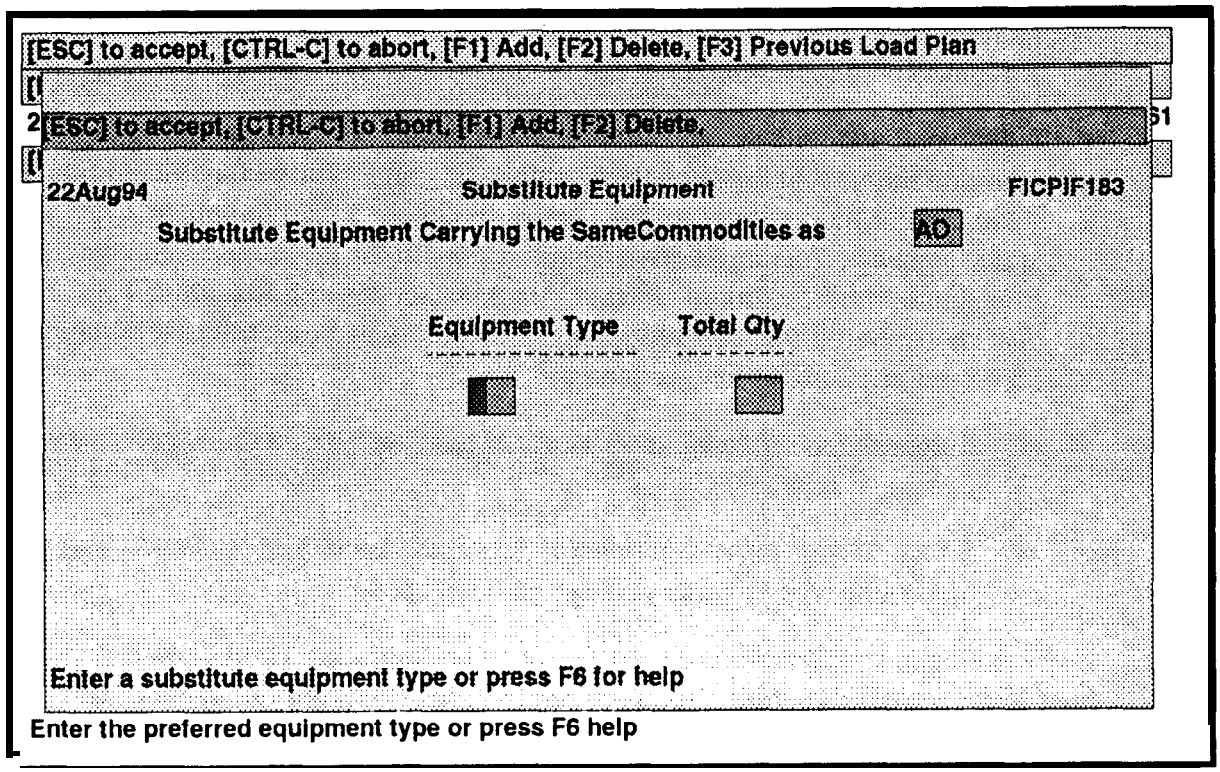

Figure 1 I-32. Substitute Equipment Window
g. The Domestic Routing Request Header screen, as shown in Figure 1 l-29, will be displayed. The cursor will be in the Service Agency field.
(1) Enter the **FOB Expiration Date** in ddmmmyy format, pressing **RETURN** after each entry.
(2) Enter the **FOB Expiration Date** in ddmmmyy format and the **FOB Terms,** pressing **RETURN** after each entry.
(3) When the entries have been made, press **ESC** to save them. The cursor will return to the Domestic Routing Request Header screen.
l. Press F9 to access the Domestic Routing Request Detail Screen for the Preferred Equipment List, as shown in Figure 1 l-30. The cursor will be in the Equipment Type field.
(a) Press F9 to display the ACCESSORIAL/PROTECTIVE SERVICES window as shown in Figure 1 l-3 1. The **Shipment Id, Date of Request** and **Mode** fields will be automatically filled. The cursor will be in the **Code** field.
(b) Press **Ctrl-B** and the Substitute Equipment window will be displayed as shown in Figure 1 l-32. The cursor will be in the **Equipment Type** field. Note that the Preferred Equipment Type for which you arc selecting Substitute Equipment is identified in the first field of the window.
m. Sometimes it is appropriate to create one or more Substitute Load Lists that can be used if the type transportation you requested in your Preferred Equipment List is not available. This may occur when your Preferred Equipment List mode is by truck and you want to create a Substitute Load List by rail in case the requested trucks are not available. When this is done, you will have to create an entirely new Equipment List. Only the information in the Domestic Routing Request Header screen (Figure 1 l-29, Page 1 l-l18), the Domestic Routing Request Remarks, and the FOB Terms will remain with the Substitute Load List. None of the other choices you made in your Domestic Routing Request Detail Screen for the Preferred Equipment List (Figure 1 l-30, Page 1 1-12 1), or its subordinate screens and windows, will be carried forward to the new Substitute Load Plan.
(c) Press **ESC** to accept the Mode Code displayed in the prompt window. The cursor will move to the Domestic Routing Request Detail Screen for the Substitute Equipment List, as shown in Figure 1 l-33. The cursor will be in the Eouioment Tvpe field.
(a) Press F9 to display the ACCESSORIAL/PROTECTIVE SERVICES window as shown in Figure 1 **l-34.** The **Shipment Id, Date of Request** and **Mode** fields will be automatically filled. The cursor will be in the **Code** field.
Figure 1 l-34. Accessorial/Protective Services Window
(b) Press **Ctrl-B** and the Substitute Equipment window will be displayed as shown in Figure 1 l-35. The cursor will be in the **Equipment Type** field. Note that the Preferred Equipment Type for which you are selecting Substitute Equipment is identified in the first field of the window.
Figure 1 l-35. Substitute Equipment Window
n. Once you have created a Substitute Load List, you can toggle back and forth between the Preferred Equipment List and one or more Substitute Load Plans which will be accessed in the order in which they were created. The Preferred Equipment List will be displayed first when you access the Domestic Routing Request Detail Screen (Figure 1 l-30, Page 1 1- 121) from the Domestic Routing Request Header screen (Figure 1 l-29, Page 1 1-1 18).